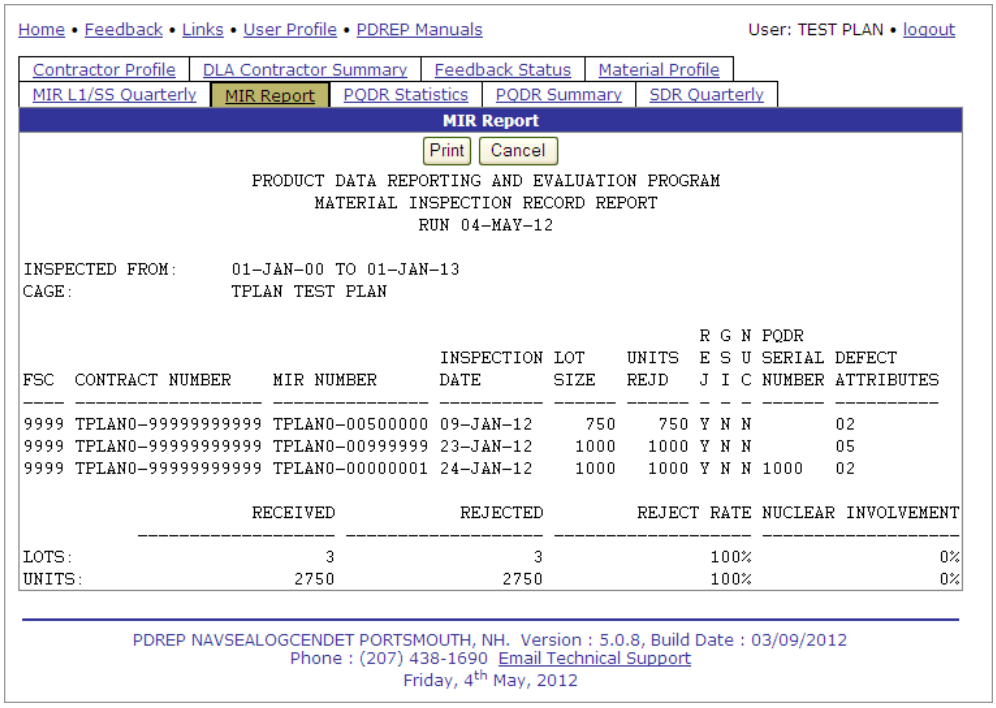

Figure 6.7
c. Click the *Run Report* button to create the report. Results are shown in Figure 6.7